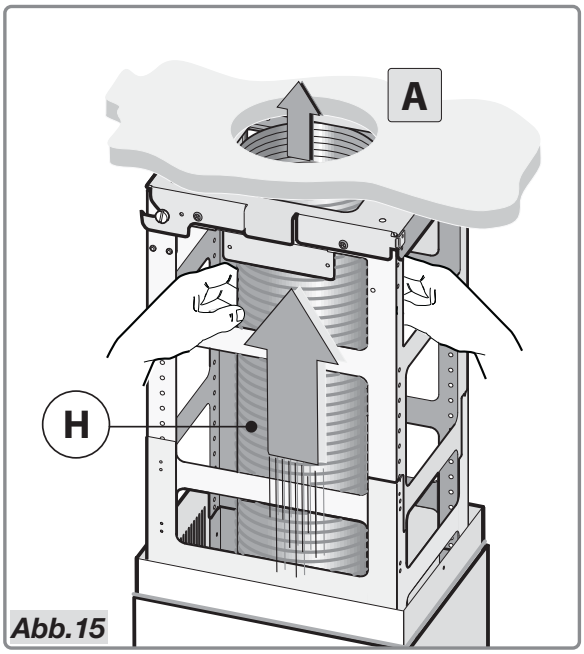

Abb.15
- Verbinden Sie das flexible Rohr **H** (nicht im Lieferumfang enthalten) mit der Luftabzugsöffnung **A** (Abb.15).